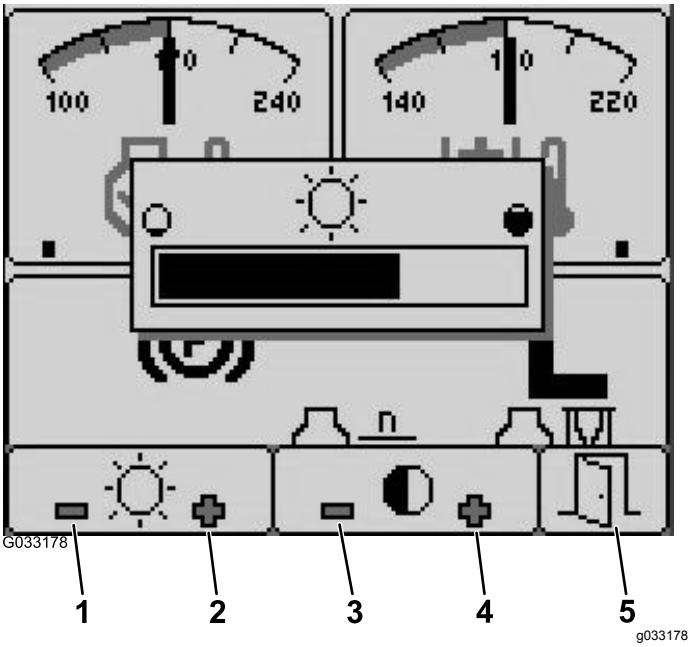

Figur 27
1. Tryk på knap 5 på opstartsskærmen for at åbne pop-op-menulinjen til lysstyrke/kontrast (Figur 27).
2. Tryk på knap 1 for at mindske lysstyrken, knap 2 for at øge lysstyrken, knap 3 for at mindske kontrasten og knap 4 for at øge kontrasten (Figur 27).
3. Når du har indstillet lysstyrke/kontrast, skal du trykke på knap 5 at afslutte (Figur 27).